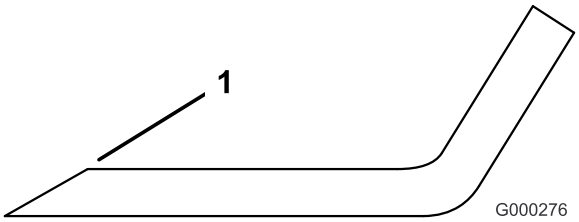

Figur 89
1. Slipa eggarna i båda ändar av kniven med en fil (Figur 89). Behåll ursprungsvinkeln. Kniven behåller balanseringen om samma mängd material avlägsnas från båda eggarna.